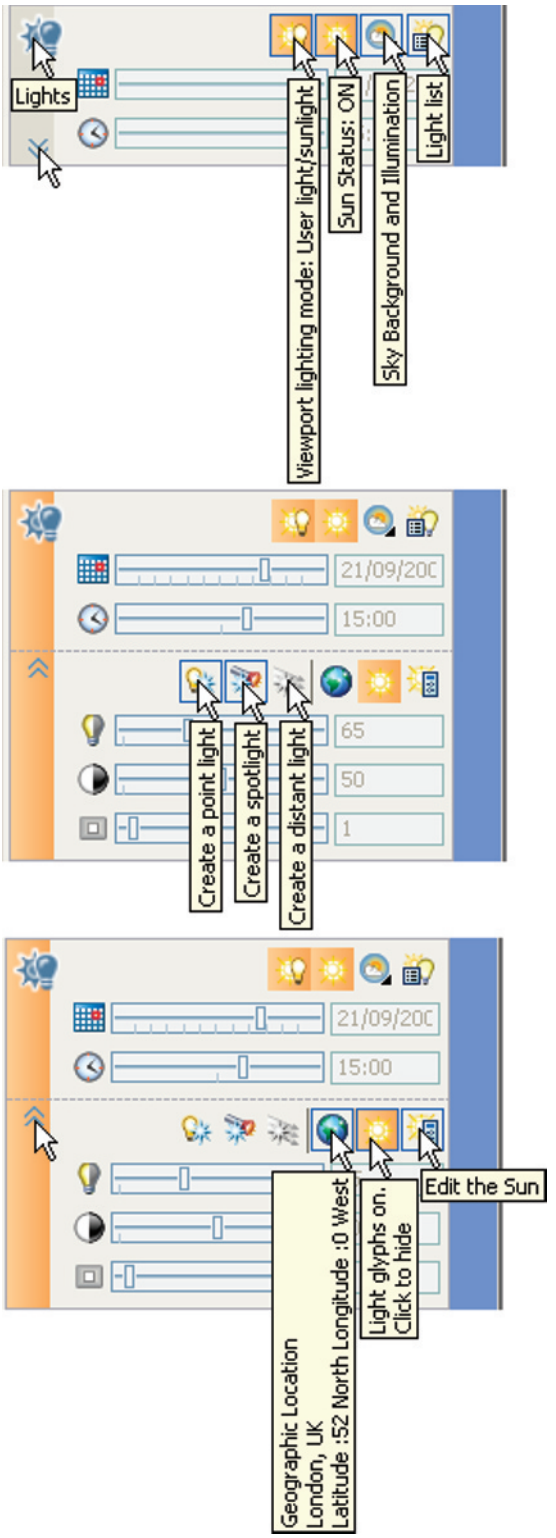
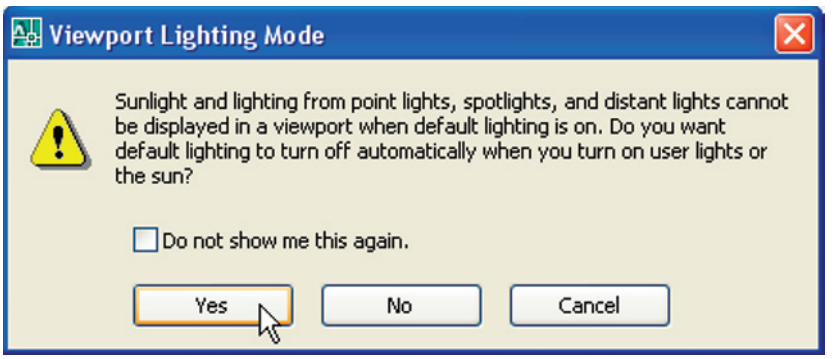

Fig. 16.8 The tool icons in the **Lights** control panel
Fig. 16.15 The **Viewpoint Lighting Mode** warning window
The tools from the **Lights** control panel are shown in Fig. 16.8. There are eight forms of lighting available when using AutoCAD 2008.
3. *Click* the **Create a point light** tool icon in the **Lights** control panel (Fig. 16.8). The **Viewport Lighting Mode** warning window appears (Fig. 16.15). *Click* its **Yes** button.